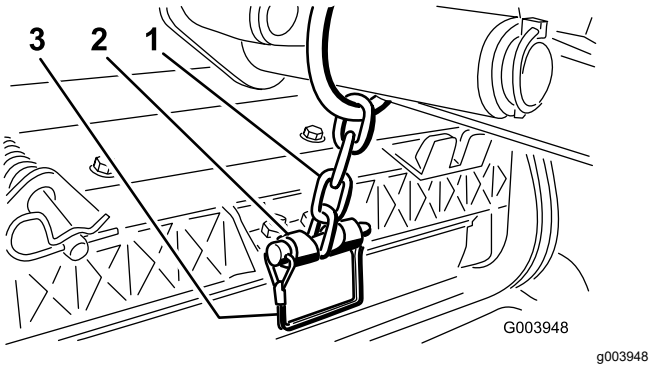

Рисунок 19
14. Прикрепите цепь подъемного рычага к кронштейну цепи с помощью стопорного штифта (Рисунок 19).